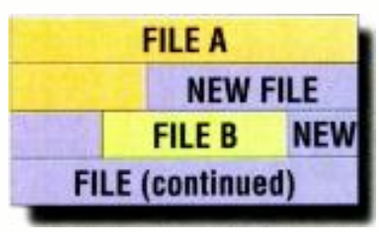

Figure 1. Files on the hard drives become fragmented when new files are written into several spaces previously used to hold smaller files.
• *The pixel aspect ratio (PAR):* PAR is defined as the ratio of the horizontal pixel spacing to the vertical pixel spacing. It does not refer to the actual shape of the pixel. This pixel aspect or dot spacing is determined by the IAR and the number of horizontal pixels (Hp) and vertical lines (Vl) in the reproduced picture. The relationship between PAR and IAR is given by PAR = IAR x Vl/Hp. If IAR and Hp/Vl are identical or if the PAR = 1, the image has square pixels or samples. As an example, the SVGA standard image format has 640x480 pixels for a 4:3 picture dimension format. Consequently, PAR = 4/3x480/640 = 1 confirming that computers generate and display square pixels. In video applications, the number of horizontal pixels is determined by the video sampling frequency that is derived from a multiple of the horizontal scanning frequency or the color subcarrier frequency. This results in non-square pixel displays of digitized NTSC or CCIR-601 signals. Figure 1 summarizes the situation for several standard-definition (SDTV) and high-definition (HDTV) formats. ■